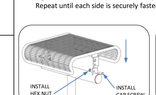
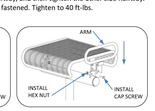

Fig. 10– Seat install – no arm
Fig. 11 – Seat install – with arm
2. Install arms, if specified, as shown in Fig. 11. Backed seats have left and right style arms, as determined by sitting in the seat. Straight backless seats have a universal style arm.
3. Using hardware provided, insert cap screw through adapters and install the hex nut on the inside of the bracket. See Fig. 10 or Fig. 11. Repeat for other side.